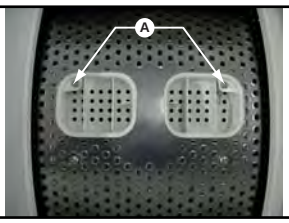

Fig. 23
– Dévissez et retirez les 2 vis **A** (empreinte TORX T20), l'aube tombe dans le tambour. Prenez la précaution de mettre une serviette éponge pour amortir sa chute *(Fig. 23).*